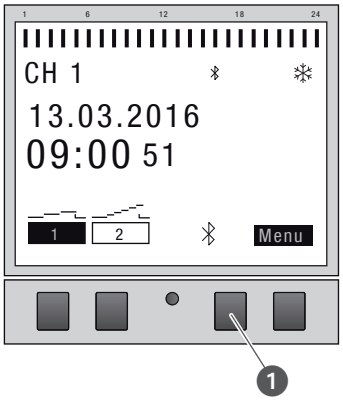

Afb. 27: Bluetooth-verbinding aan de verdeelkast-schakelklok opbouwen
1. De Bluetooth-toets (Afb. 27/❶) aan de verdeelkast-schakelklok indrukken.